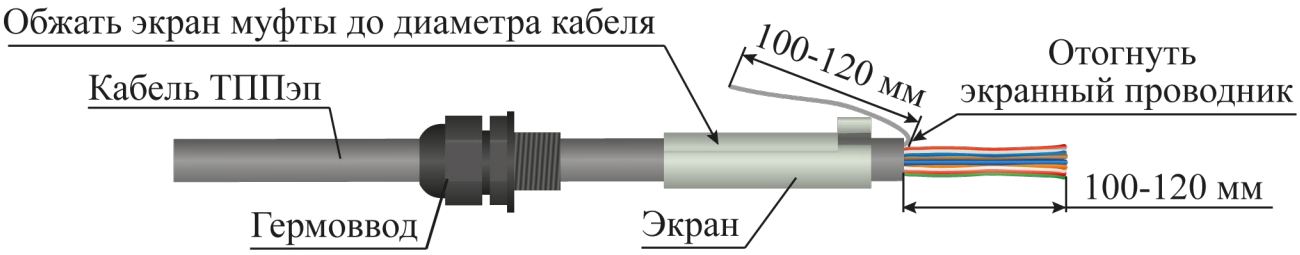

Рисунок 4.5
– надеть на оболочку кабеля ТППэп в следующей последовательности: гермоввод, экран устройства оконечного (рисунок 4.5);
– обжать экран устройства оконечного до диаметра кабеля ТППэп с помощью плоскогубцев (рисунок 4.5);
– снять оболочку со свободного конца кабеля ТППэп (с кабеля ТППбэп снять белую и черную оболочки) длиной 100 - 120 мм (рисунок 4.5);
– экранный проводник отвести в сторону (рисунок 4.5);